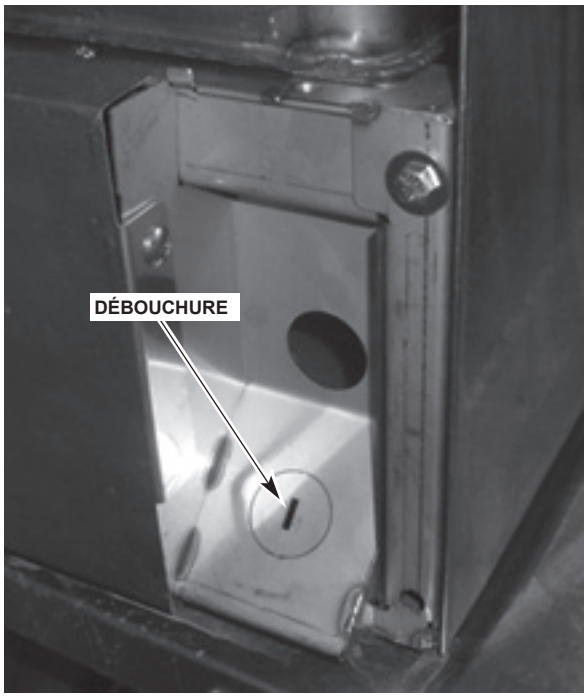

Fig. 3
3. Un trou d'une grosseur commerciale de 1 po (25,4 mm) est percé du côté droit inférieur à l'arrière de l'appareil (fig. 3). Si le manque d'espace l'exige, retirez la débouchure et utilisez un raccord de 45°.